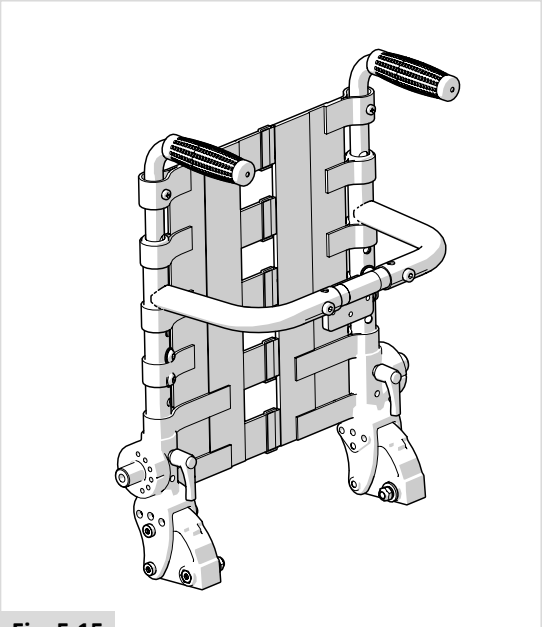

**Fig. 5.15**
- Quickie für Teenager / Zippie für Kinder (Fig. 5.15)